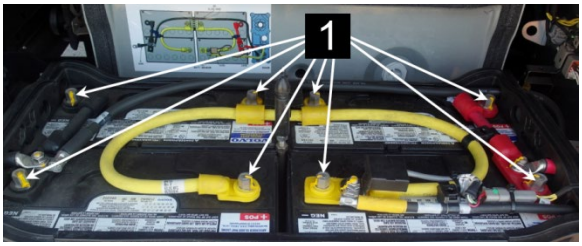

FIGURE 58: INSTALL THE BATTERY CABLE LUGS
5. Connect the battery cables. Tighten the cable terminal (item 1, FIGURE 58) nuts to the following torque: